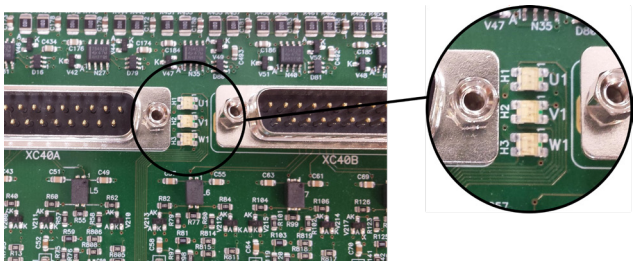

Figura 6.1: *LEDs indicadores de falla en los brazos de las unidades de potencia (desaturación)*
(1) En el caso del CFW11M G2, no es indicado en la HMI en cuál UP11 G2 ocurrió la falla. La indicación de cuál UP11 fue la causadora de la falla, es hecha por LEDs en la tarjeta ICUP, Figura 6.1 en la página 6-10. Cuando es efectuado el RESET, los LEDs son apagados, volviendo a encenderse en caso de que la falla persista.